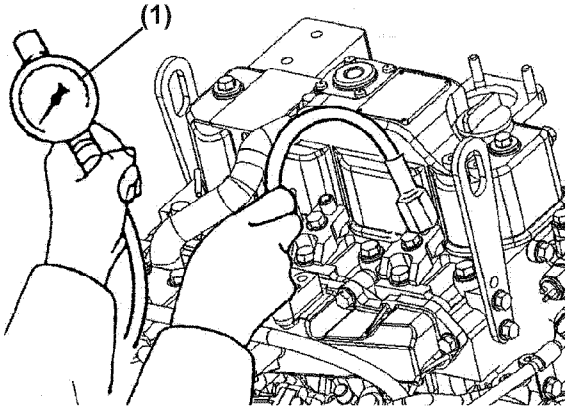
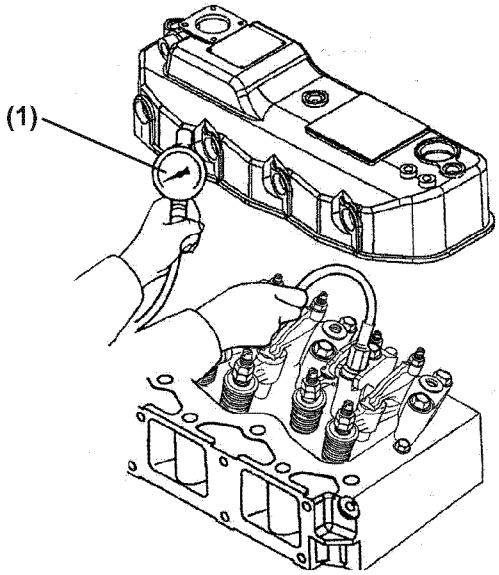

Figure 15-1
Figure 15-2
6. Before installing the compression gauge **((Figure 15-1, (1))** 2 valve engine, **(Figure 15-2, (1))** 4 valve engine) adapter, crank the engine with the stop solenoid disconnected for a few seconds to clear the cylinder of any residual fuel.